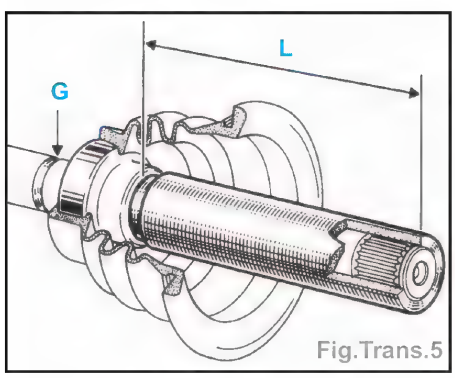

Fig.Trans.5
- Pour être en position sur l'arbre, le roulement doit être emmanché pour obtenir une cote **L = 118 ± 0,2 mm** entre la partie arrière du roulement et l'extrémité de l'arbre (Fig.Trans.5).